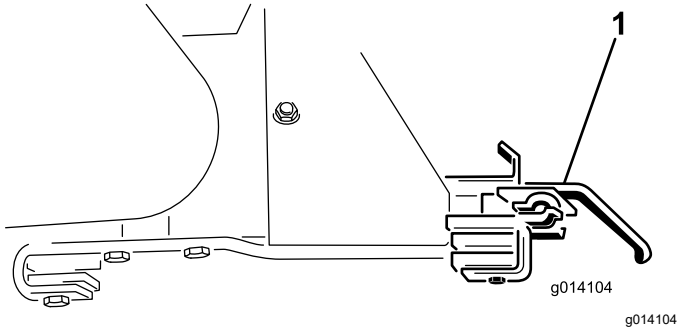

Rysunek 53
18. Usuń dwa wsporniki mocujące osprzęt (Rysunek 53).